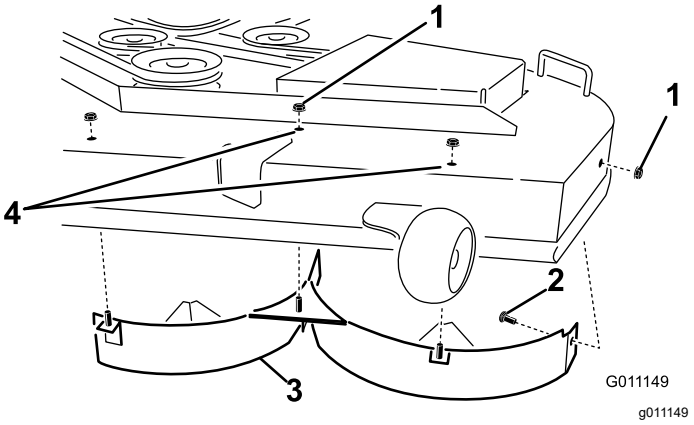

Figura 12
4. Îndepărtai cele 2 contrapiulie (5/16") fixate pe suporturile sudate ale deflectorului stâng din partea superioară a punii mainii de tuns iarba, aflate în poziie centrală i la stânga de centru (Figura 12).
6. Îndepărtai deflectorul stâng de pe puntea mainii de tuns iarba, conform ilustraiei din Figura 12.